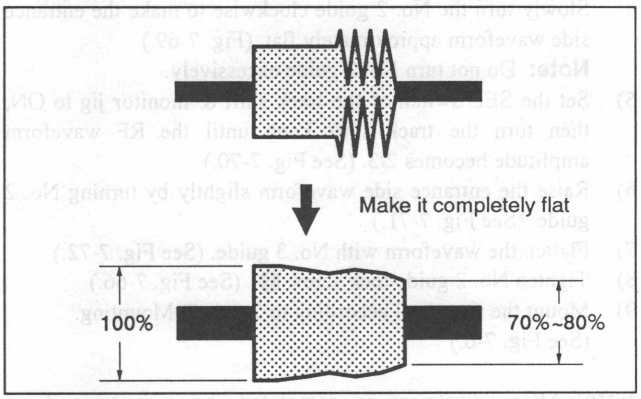

Fig. 7-75.
3) Turn the No. 5 guide clockwise to make the RF waveform on the exit side approximately flat. (Fig. 7-75.)